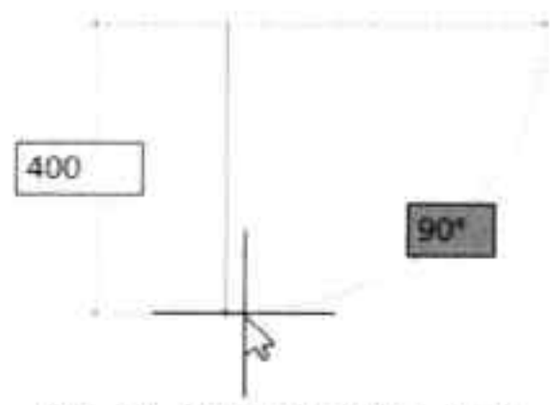

图5-9 绘制四边形第一条边
Step 01 执行“直线”命令，根据命令行提示，指定直线起点，然后向下移动光标，并输入数值400mm，按回车键，如图 5-9 所示。